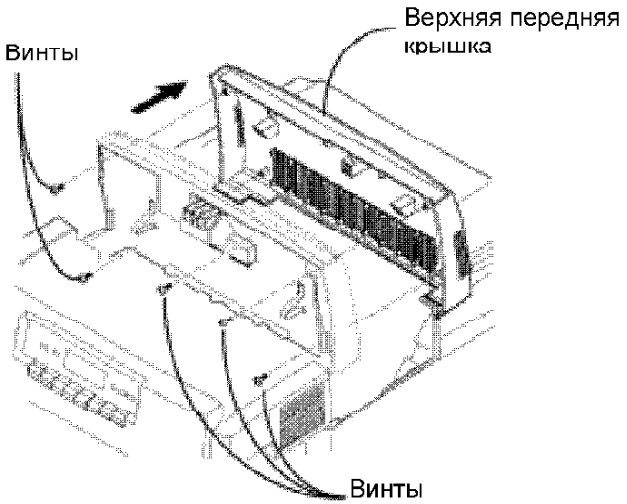

Рисунок 1. Снятие верхней передней крышки
3. (Рисунок 1): Отверните пять винтов и снимите верхнюю переднюю крышку.